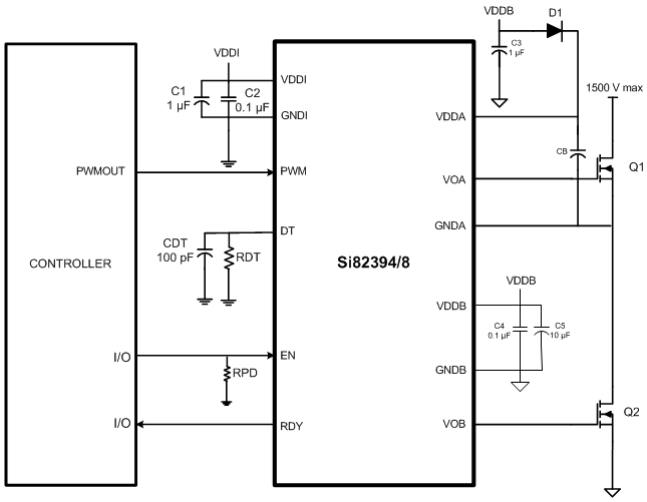

**Figure 3.1. Si82394/8 Application Diagram**
All high-side/low-side drivers (Si82394/8) include programmable dead time, which adds a user-programmable delay between transitions of VOA and VOB. When enabled, dead time is present on all transitions. The amount of dead time delay (DT) is programmed by a single resistor (RDT) connected from the DT input to ground per the equation below. Note that the dead time pin should be connected to GND1 through a resistor between the values of 6 kΩ and 100 kΩ and a filter capacitor of 100 pF in parallel as shown in Figure 3.1 Si82394/8 Application Diagram on page 18. It is highly recommended it not be tied to VDDI. See Figure 2.18 Dead Time Waveforms for High-Side/Low-Side Drivers on page 17 below.